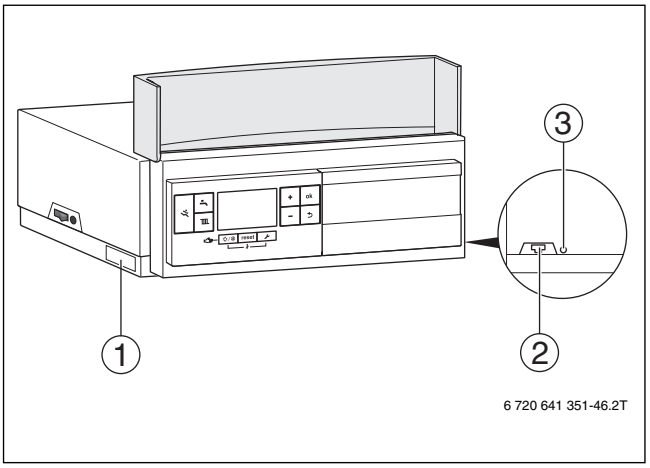

Bild 52 Netzwerkanschluss an der Logamatic MC100 mit IP-Modul
Die Login-Daten (Anmeldedaten) sind auf dem Typschild des IP-Moduls aufgedruckt (→ Bild 52, [1]).
▶ reset-Taste (→ Bild 52, [3]) mit einem geeigneten Gegenstand (z. B. Kugelschreiber) kurz drücken.
▶ reset-Taste (→ Bild 52, [3]) mit einem geeigneten Gegenstand (z. B. Kugelschreiber) für mindestens 5 Sekunden gedrückt halten.